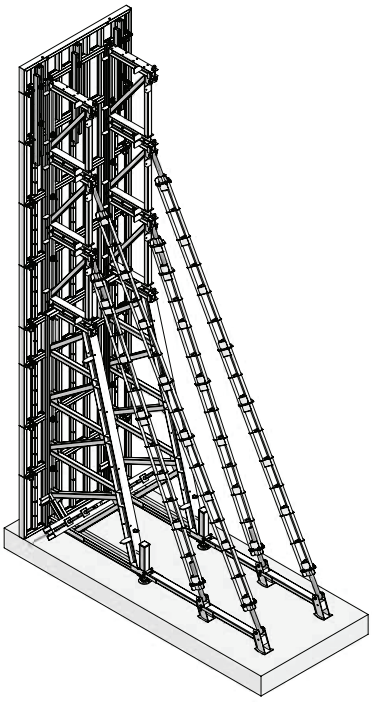

Abb. 5.3 Bis 9,50 m Schalungshöhe:
- 9,50 m – 3 Aufsätze, Ausleger, Triplex SB-Stützen (Abb. 5.3)